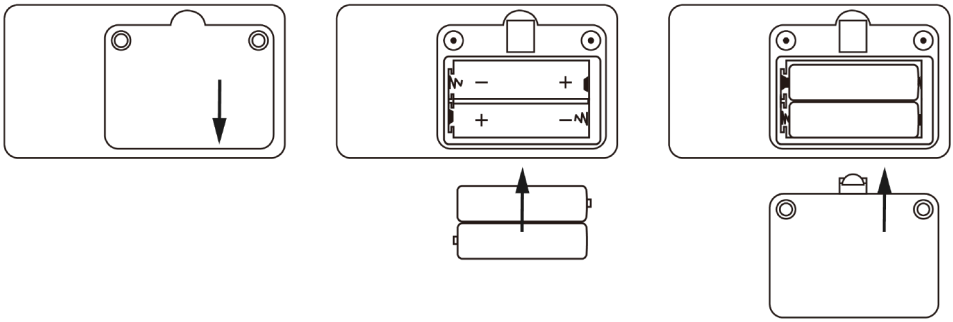

Figure 3. Batteries Installation
A. Refer to Figure 3. Use a screwdriver to unscrew the two screws from the battery compartment on the back of the product and open the back cover of the battery compartment.